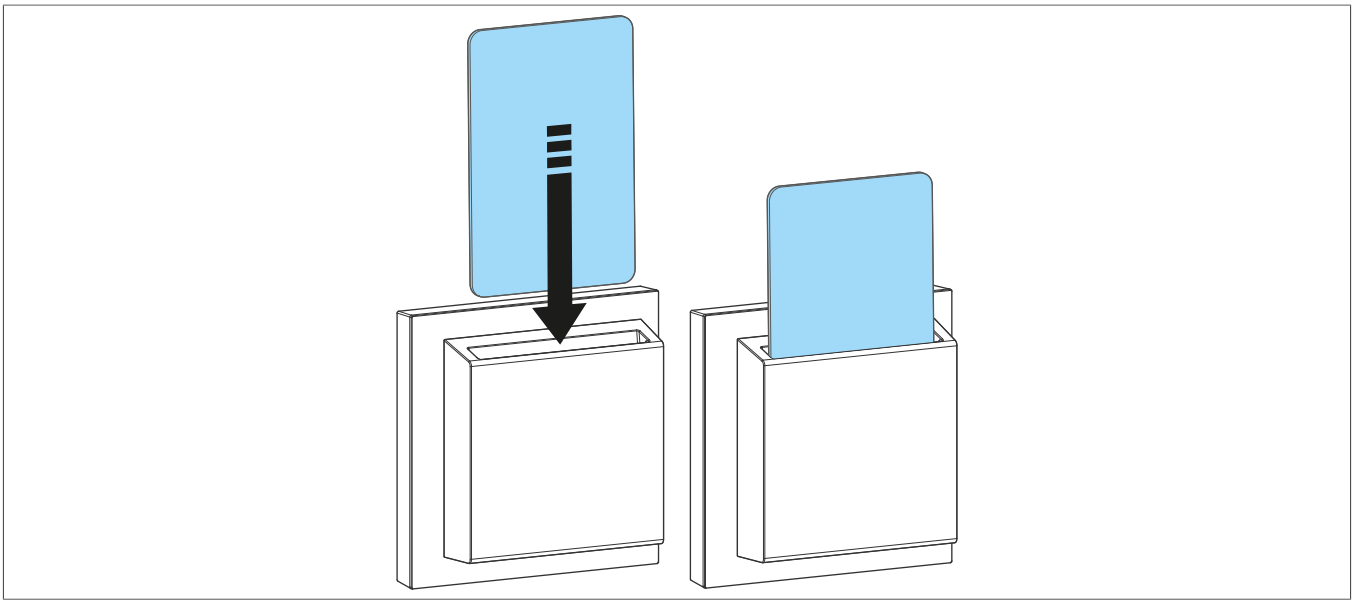

Bild 2: Hotelcard einstecken
- Hotelcard in die Aufnahme (4) einstecken (Bild 2).